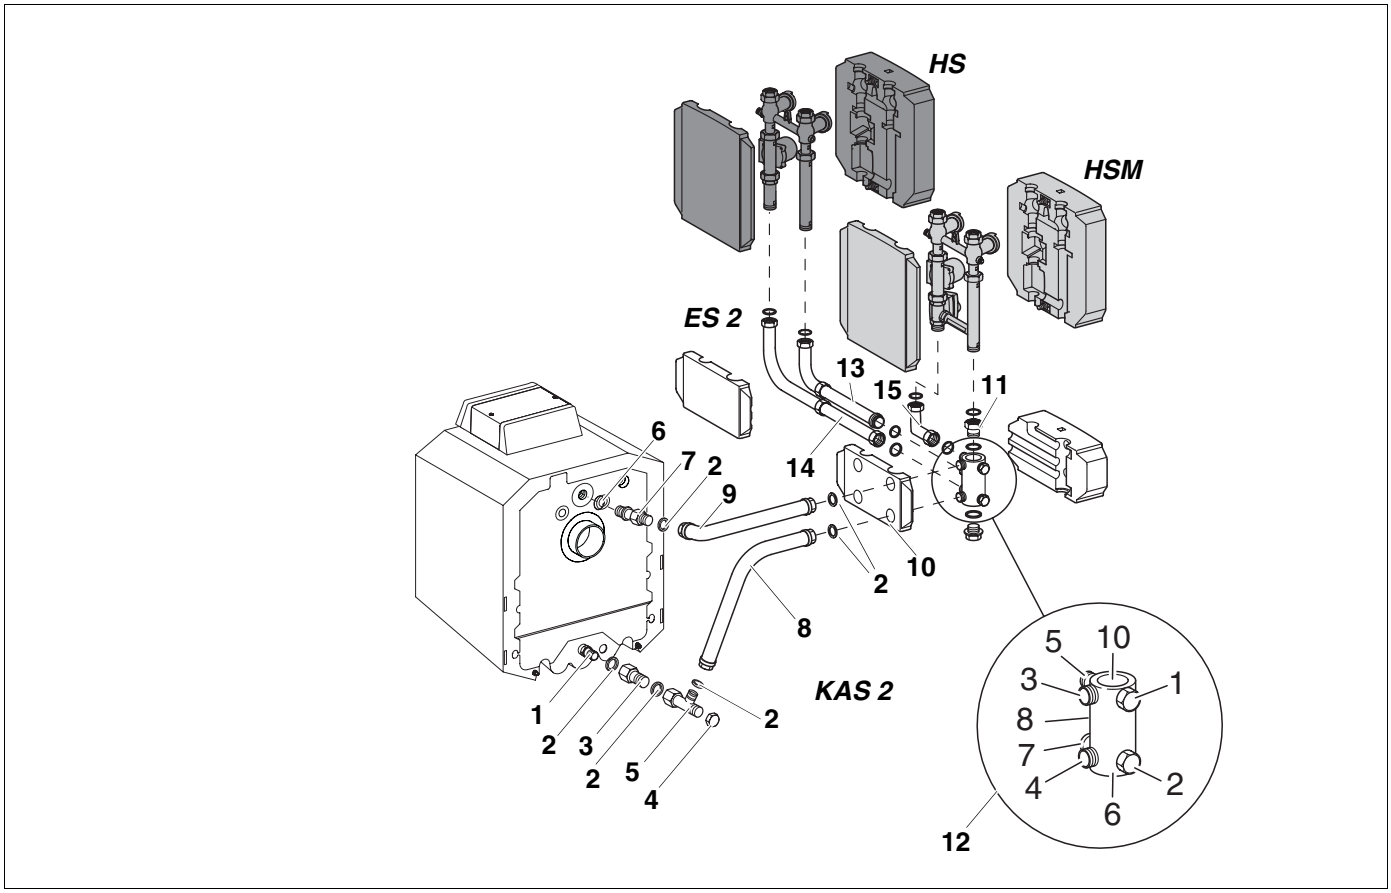

Afb. 9 Zijdelings parallel, links van de ketel
De nummering van de aansluitingen aan de ingebouwde multifunctionele verdeler moet absoluut overeenstemmen met de nummering in afb. 9, anders stemmen de vertrek- en retouraansluitingen aan de ketelzijde verwarmingszijdig niet overeen!
- Schroef de pompgroep met mengklep (HSM) of zonder mengklep (HS) conform afb. 9 vast.